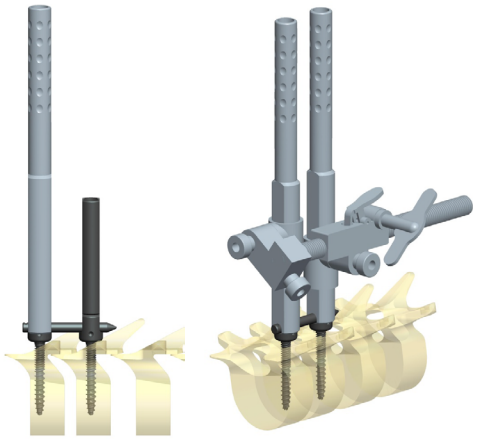

图 11a
- 在椎弓根钉上装入套筒，再根据要撑开或加压的椎弓根钉的角度和位置，调整旋转套筒的角度位置，并从套筒上端装入，直至最下端（图 11a)。